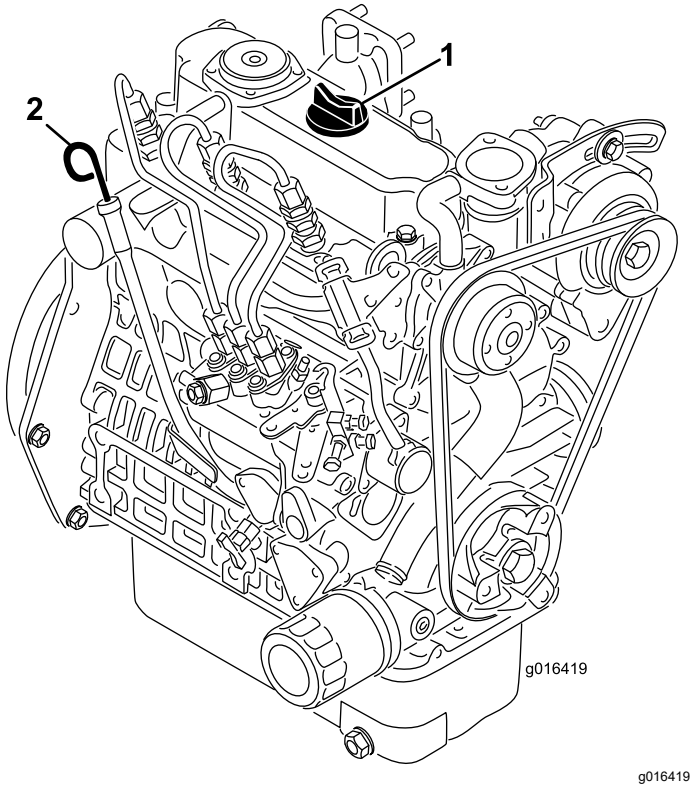

Figure 32
2. Retirez la jauge et essuyez-la sur un chiffon propre (Figure 32).